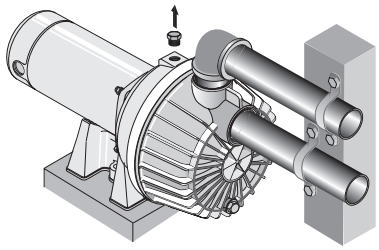

Figure 14 – Dépose du bouchon d'amorçage
1. Déposer le bouchon d'amorçage (se reporter à la Figure 14).